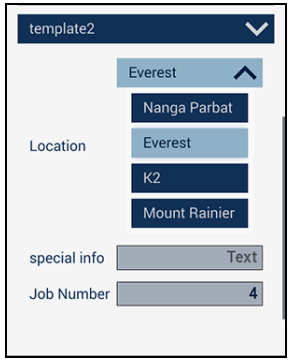

Рис. 2-28 Стрелка вниз (Everest) открывает список
5. Нажмите на стрелку в строке опции для отображения списка (см. Рис. 2-28 на стр. 40).